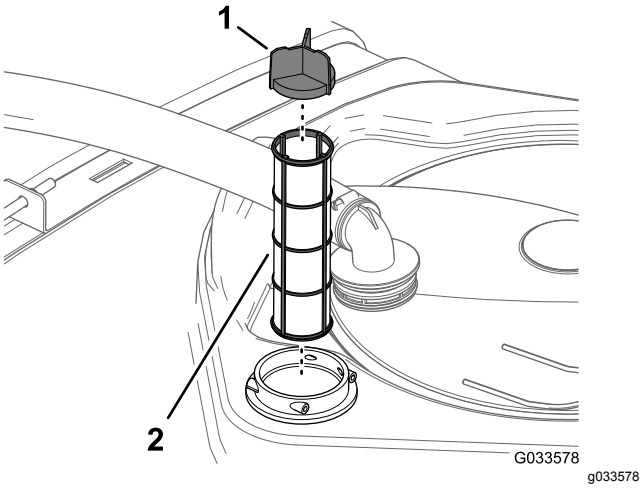

**Figur 96**
4. Trekk sugefilteret ut av filterhuset i tanken (Figur 96).